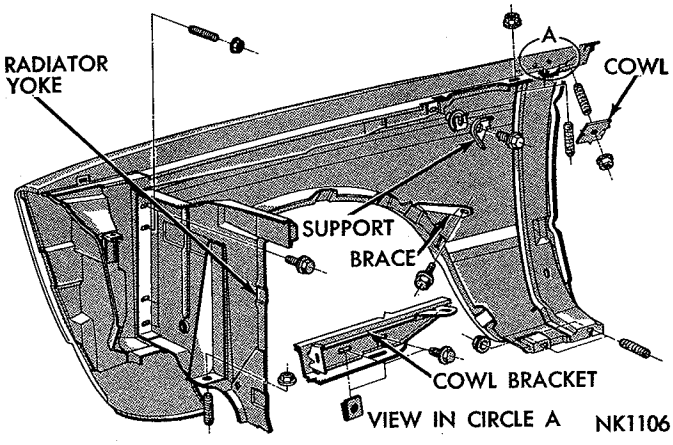
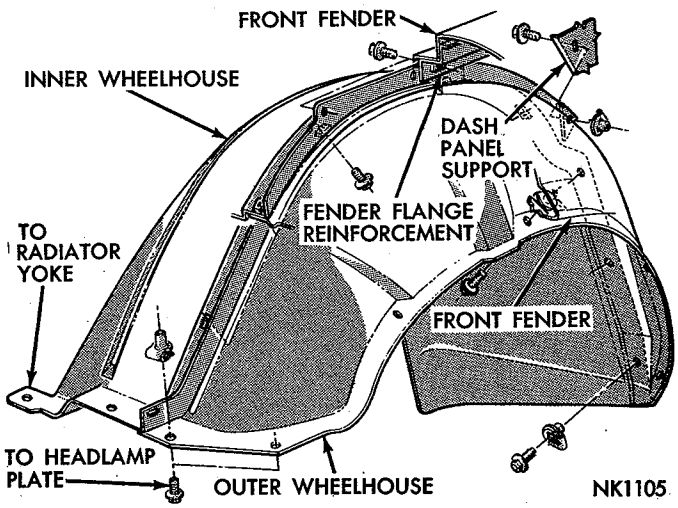

*Fig. 14—Fender Attaching Points—Fury*
*Fig. 17—Wheelhouse Attaching Points*
(1) Disconnect battery ground strap.
(2) Tape leading edge of front door and cowl to fender area to avoid damaging paint.
(3) Remove front bumper assembly.
(4) Disconnect head lamp wires and remove nuts attaching grille extension to fender.
(5) Remove nuts and screws attaching fender to cowl, floor sill, wheelhouse or splash shields and radiator yoke (Figs. 14, 15 and 16).
(6) Remove fender assembly and if necessary remove fender mouldings, ornamentation and head light assemblies.
To remove the wheelhouse assembly (Fig. 17) it is first necessary to remove the bumper and fender assembly. The wheelhouse, at the front end, is attached between the frame and radiator yoke (Figs. 14 and 17). When installing the wheelhouse make sure it is correctly aligned before tightening the screws.